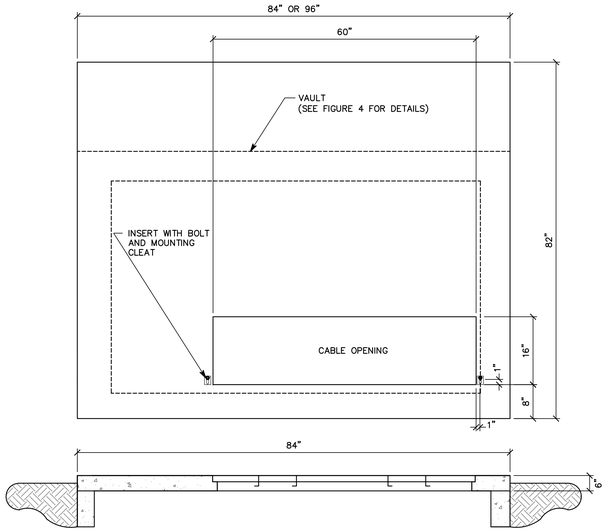

FIGURE 3 – FLAT-PAD OR PADVAULT WITHOUT ACCESS 84" OR 96" WIDE
THE THREE–PHASE TRANSFORMER PADVAULT IS COMPOSED OF TWO PIECES: (1) THE PAD, AND (2) THE ENCLOSURE. UNLESS OTHERWISE APPROVED BY PACIFICORP ENGINEERING, ALL DIMENSIONS AND PLACEMENT OF HARDWARE SHALL CONFORM TO THOSE SHOWN IN FIGURE 2, FIGURE 3, OR FIGURE 4, SHOWN ON THIS SHEET. THE PAD WITHOUT ACCESS (FIGURE 3) MAY BE USED BY ITSELF WHERE FLAT–PAD CONSTRUCTION IS NECESSARY. THE ENCLOSURE IS COMMON TO ALL PADVAULTS COVERED BY THIS MATERIAL SPECIFICATION, ZG 531, PADVAULT–THREE–PHASE SECTIONALIZING CABINET, AND ZG 551, PADVAULT–THREE–PHASE FUSING CABINET.
TWO .375" 16UNC STAINLESS STEEL OR NYLON THREADED INSERTS AND STAINLESS STEEL BOLTS WITH CLEATS FOR MOUNTING THE TRANSFORMER SHALL BE PLACED IN THE PAD AS SHOWN IN FIGURE 2 AND FIGURE 3.